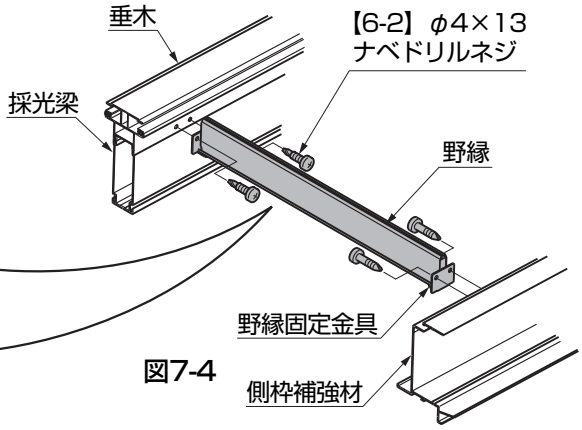

図7-4
②組付けた野縁を垂木、側枠補強材に【6-2】で取付けてください。（図7-4参照）